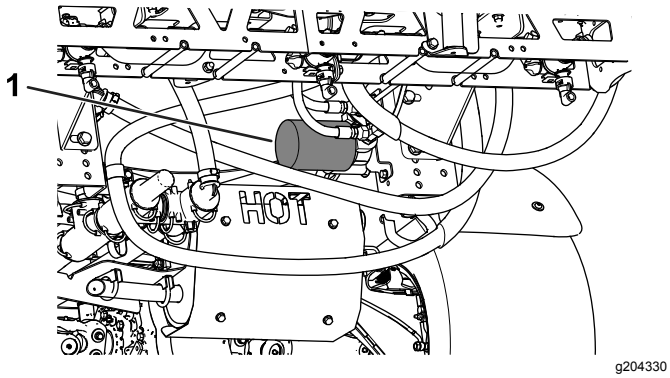

Figuur 52
4. Verwijder het filter (Figuur 52).